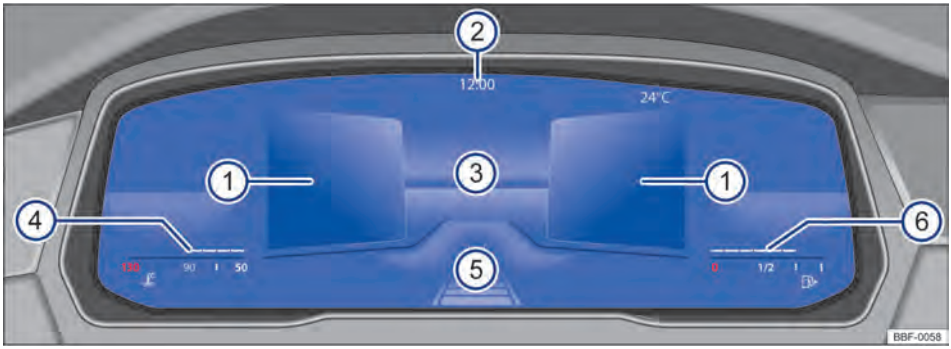

Fig. 11 Active Info Display (variante 2) no painel de instrumentos.
Explicações sobre os instrumentos → Fig. 11:
A exibição principal → Fig. 11 ③ pode ser alternada pressionando o botão View no volante multifunções. A representação na área de indicação pode exibir as seguintes vistas:
- **Resumo**: após o encerramento da prontidão para condução: exibição de informações sobre o status do veículo nas áreas ①, por exemplo, posição do hodômetro total.